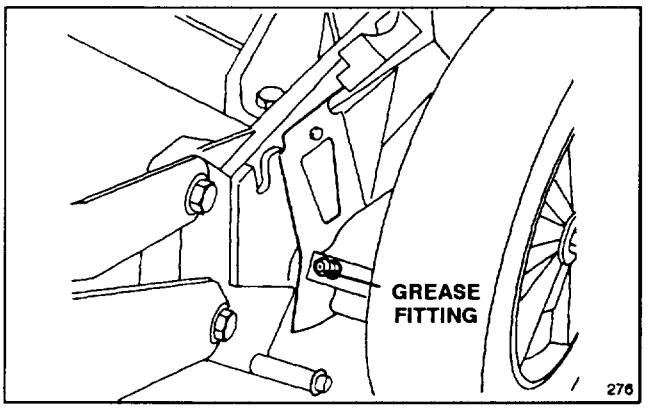

Figure 23
2. SELF–PROPELLED MODELS ONLY—Move rear wheel height–of–cut levers to "C" setting. Wipe grease fittings with clean rag (Fig. 23). Install grease gun onto fitting and gently apply 2 or 3 pumps of #2 Multi–Purpose Lithium Base Grease. Excess pressure may damage seals and prevent the free wheel clutch from operating properly.